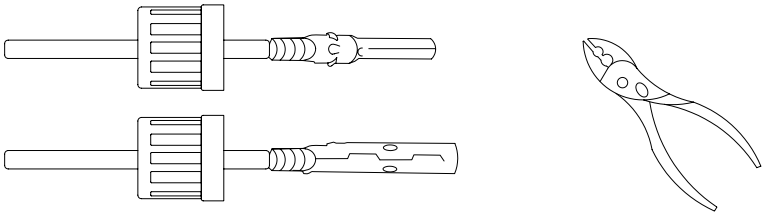

Figure 2.13 Terminal Crimping Diagram
2) Crimp metal terminals with crimping pliers as shown in Figure 2.13.